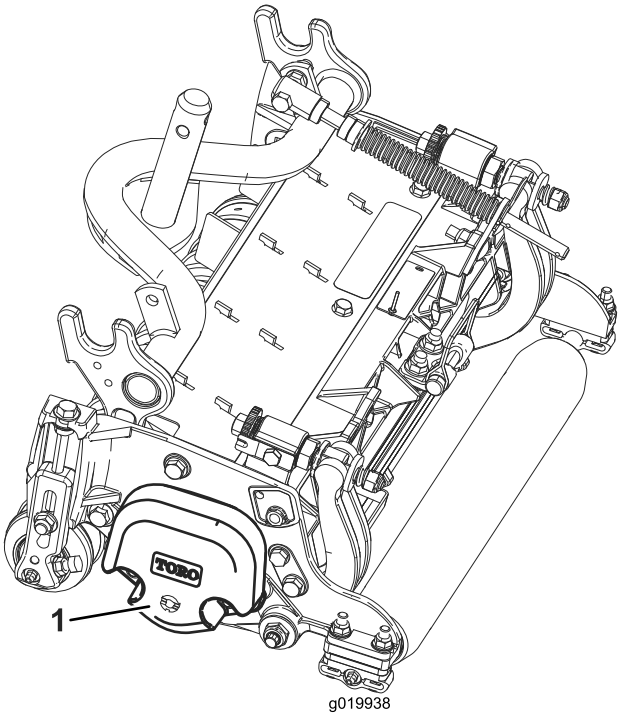

Figuur 3
4. Zorg ervoor dat het contragewicht (Figuur 3) wordt gemonteerd aan het juiste uiteinde van de maai-eenheid volgens de instructies in de *Gebruikershandleiding* van de maai-eenheid.